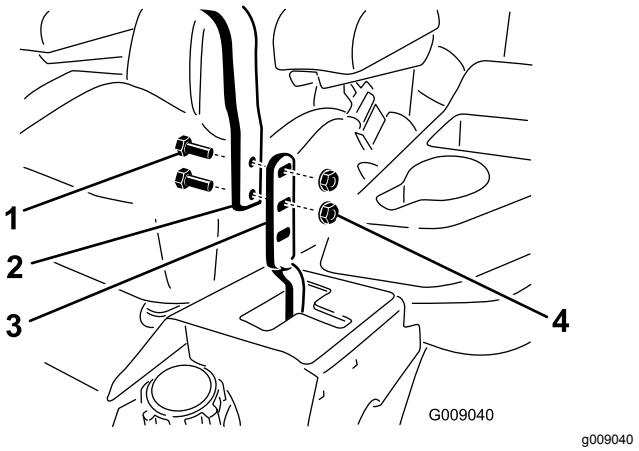

Figur 87
3. Lossa skruvarna och flänsmuttrarna som är monterade i reglagen (Figur 87).